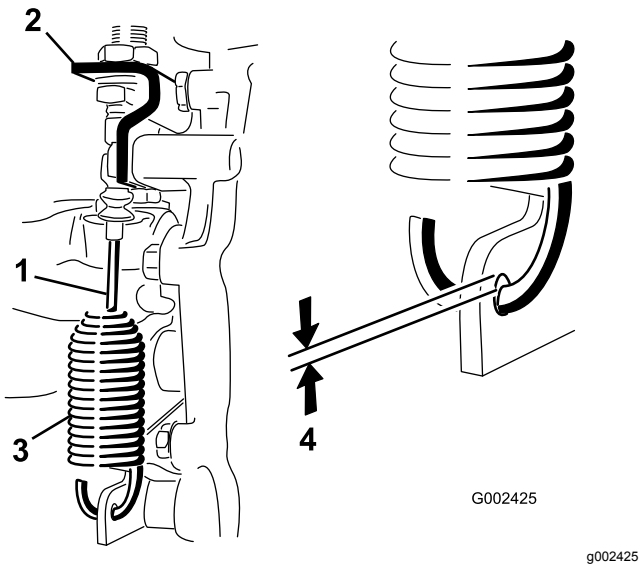

Rysunek 49
2. Odkręć przeciwnakrętki mocujące linkę blokady mechanizmu różnicowego do wspornika na skrzyni biegów (Rysunek 49).